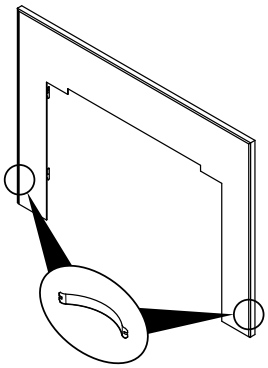

Figure 21.4
6. Installez deux ressorts d'acier sur chaque côté de l'encadrement mat vers le fond et de la trousse de garniture assemblée **(Figure 21.4)**.